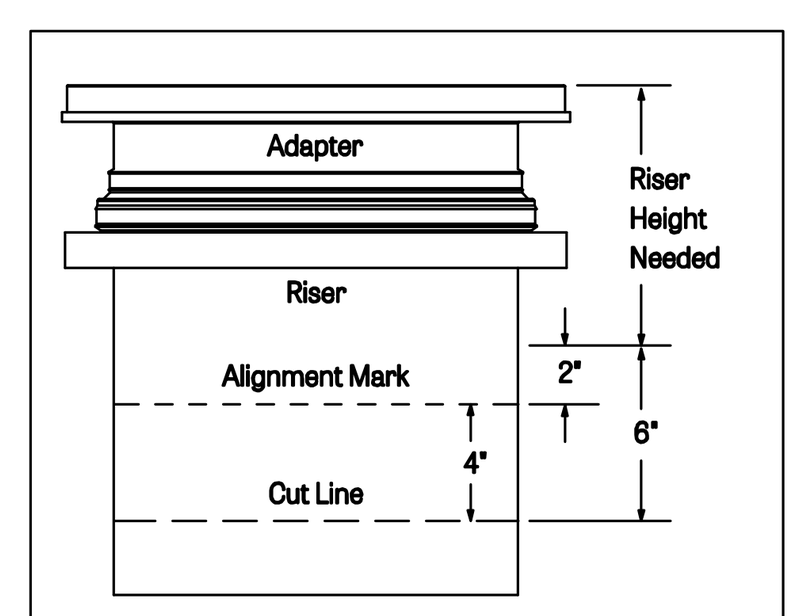
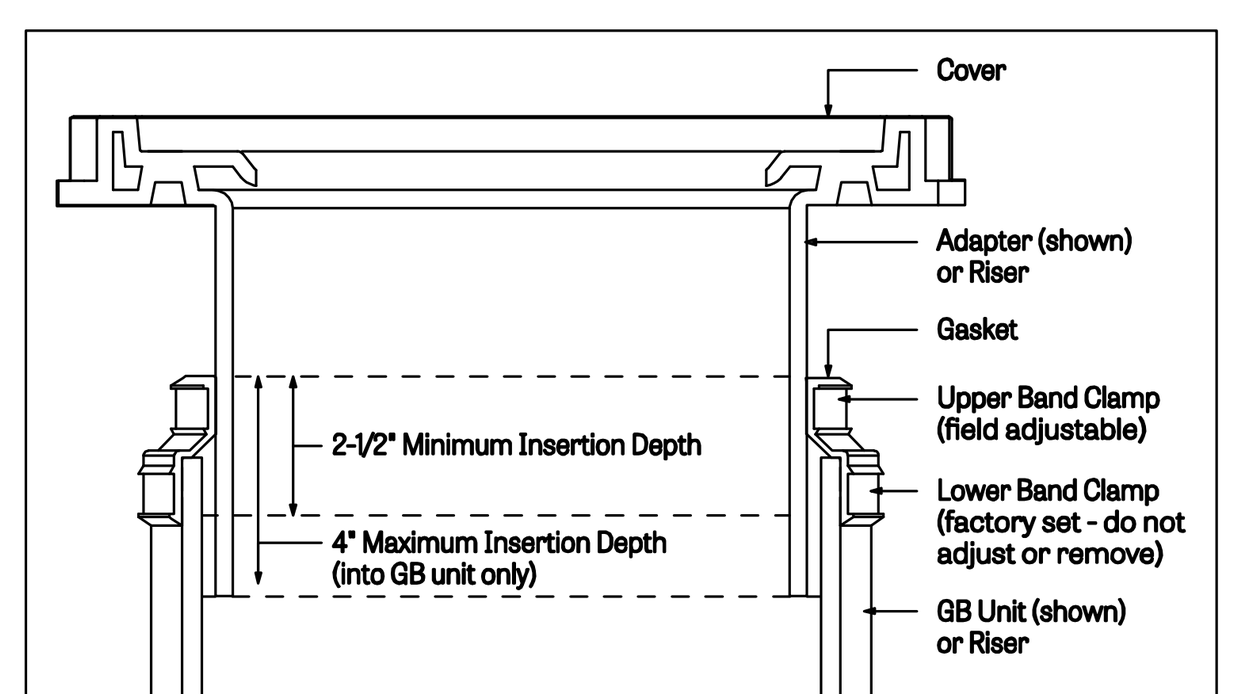

Figure 1 - Riser Measurements
Figure 2 - Insertion Depths
2. Remove covers from adapters. Remove adapters from main unit. On a level surface, per-assemble the risers and adapters, adjusting the components upwards or downwards to achieve the riser height needed. Make sure to maintain minimum and maximum insertion depths as shown in Figure 2. If components are too long, make a circular line around the sidewall with marker and cut with a power saw. The lowest cut line on the riser assembly will be 6" beyond the riser height needed to allow for ideal insertion depth (See Figure 1). An alignment mark should be drawn 2" beyond the riser height needed which will align with the top of the base unit gasket. **DO NOT** cut the alignment mark. The Adapters and risers should sit level with each other. Tighten upper clamps to keep riser/adapter assembly from shifting. Make alignment marks on the sidewalls at the top of all riser gaskets to aid final assembly.
4. Take apart riser assembly and clean all sidewalls and insides of gaskets to remove dust/debris. Install components into the main unit starting from the lowest riser and work your way up to finished grade. Ensure that riser will not interfere with diffuser, allow min. 1" clearance. Maintain minimum and maximum insertion depths for all components (see Figure 2). Tighten Upper Clamps to specified torque after correctly positioning components. Riser assembly may need to be supported during backfill.
6. If riser height conditions change after completing above steps, there may be room for adjustment. As long as minimum and maximum insertion depths are maintained (see Figure 2), the adapters/risers can be adjusted/cut as many times as necessary. When riser system installation is complete, see Leak/Seal Testing procedure if required (pg 3 of 6).